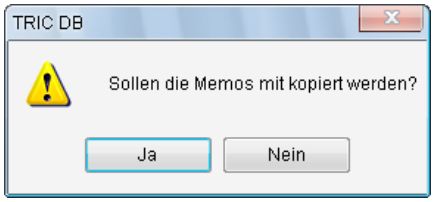

Bild 18.27 – Beim Kopieren von Ebenen können die Memos ebenfalls dupliziert werden.
- Klicken Sie dann auf *OK*. Verneinen Sie die Anfrage, ob . . . *Memos mit kopiert* . . . werden sollen (Abb. 18.27).